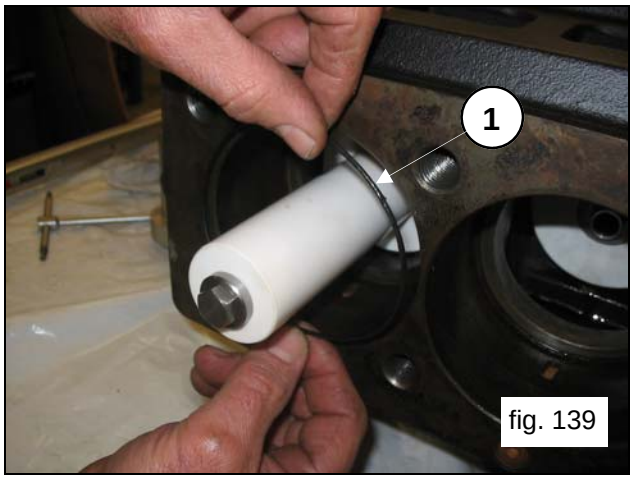
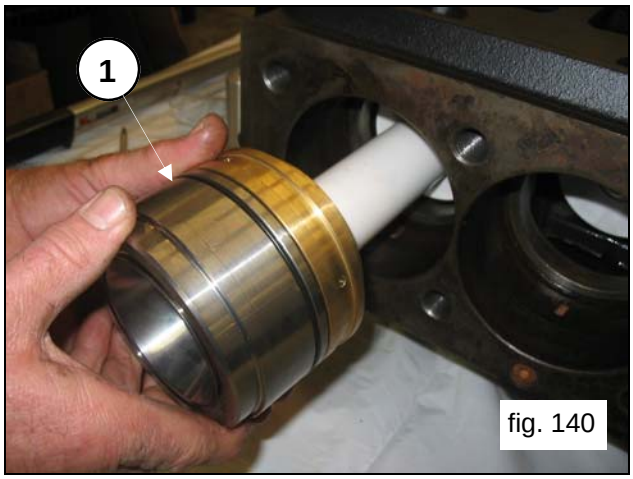

fig. 139
fig. 140
Insert the O-Ring inside the pump case (pos.①, fig.139), followed by the previously assembled liner-packing support unit (complete with the O-Ring) (pos.①, fig.140).